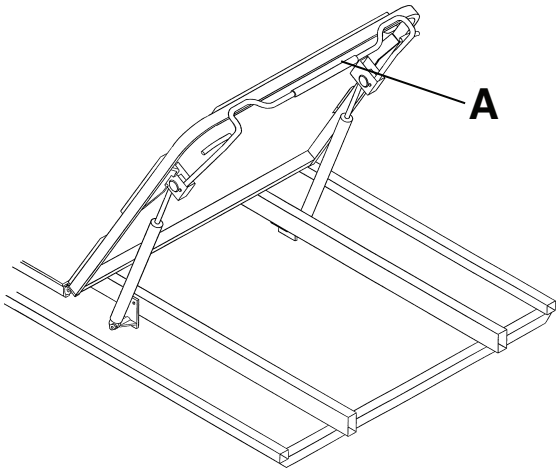

图 5 – 气动 Fowler 靠背
要升高 Fowler 靠背，挤压单个或两个 Fowler 靠背释放把手 (A)并将 Fowler 靠背向上拉到所需位置（图 5 ）。